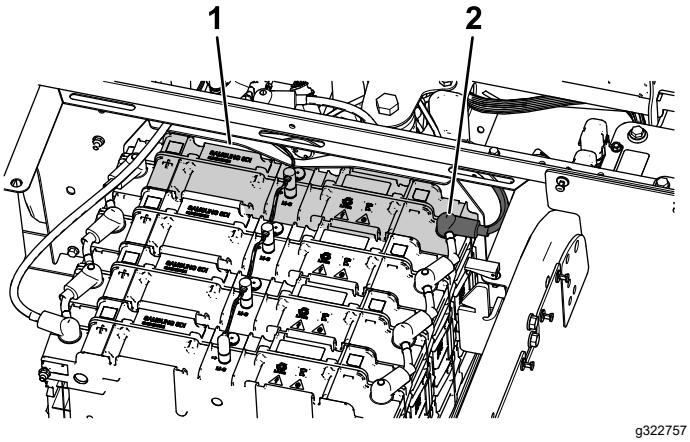

Figuur 41
1. Verwijder het stofkapje van de minpool (-) van de accu van het voorste accupack (Figuur 41).